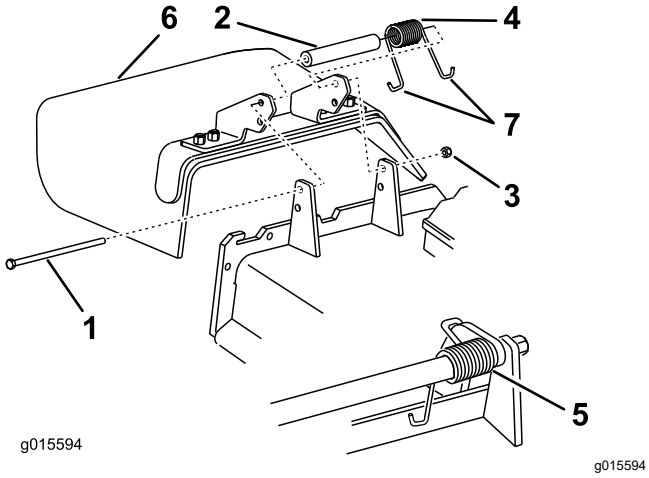

Figur 121
1. Ta bort låsmuttern, skruven, fjädern och distansbrickan som håller fast gräsriktaren på tappfästena (Figur 121).
2. Demontera den skadade eller slitna gräsriktaren (Figur 121).
Obs: Kontrollera att den ena av fjäderns J-formade ändar sitter bakom däckkanten innan du monterar skruven enligt Figur 121.
6. Placera fjäderns andra J-formade ände runt gräsriktaren (Figur 121).